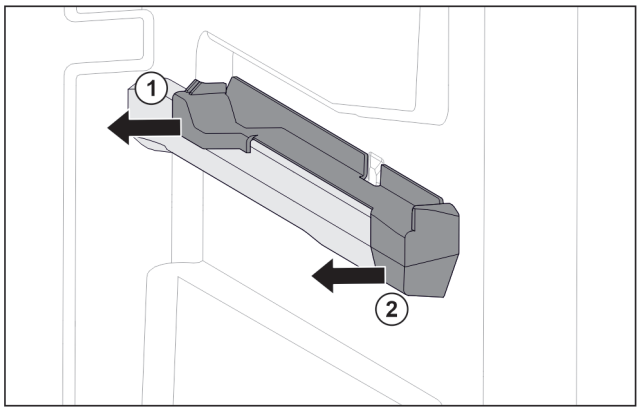

Fig. 41 Вставная часть на правом контейнерном ребре
▶ Отодвиньте вставную часть сзади в сторону. *Fig. 41 (1)*
▶ Отодвиньте вставную часть спереди в сторону. *Fig. 41 (2)*